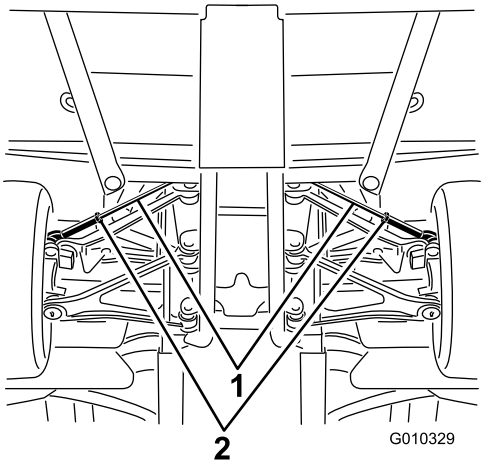

Figura 57
A. Allentate il controdado al centro del tirante (Figura 57).